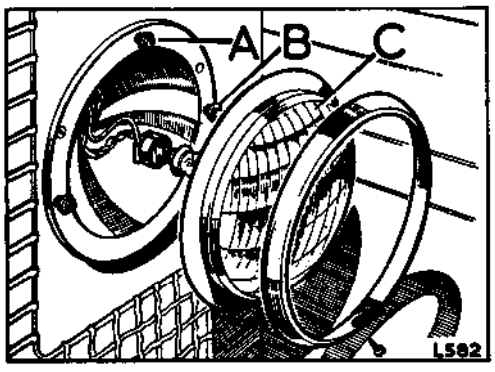

**Fig. N1-24. Headlamp, early type**
4. Adjust the beam by turning the adjusting screws (see Fig. N1-24 for grille mounted headlamps. The adjustment screws on wing mounted headlamps are accessible through slots in the headlamp bezel) until the area of concentrated light corresponds with the mark on the wall or screen.